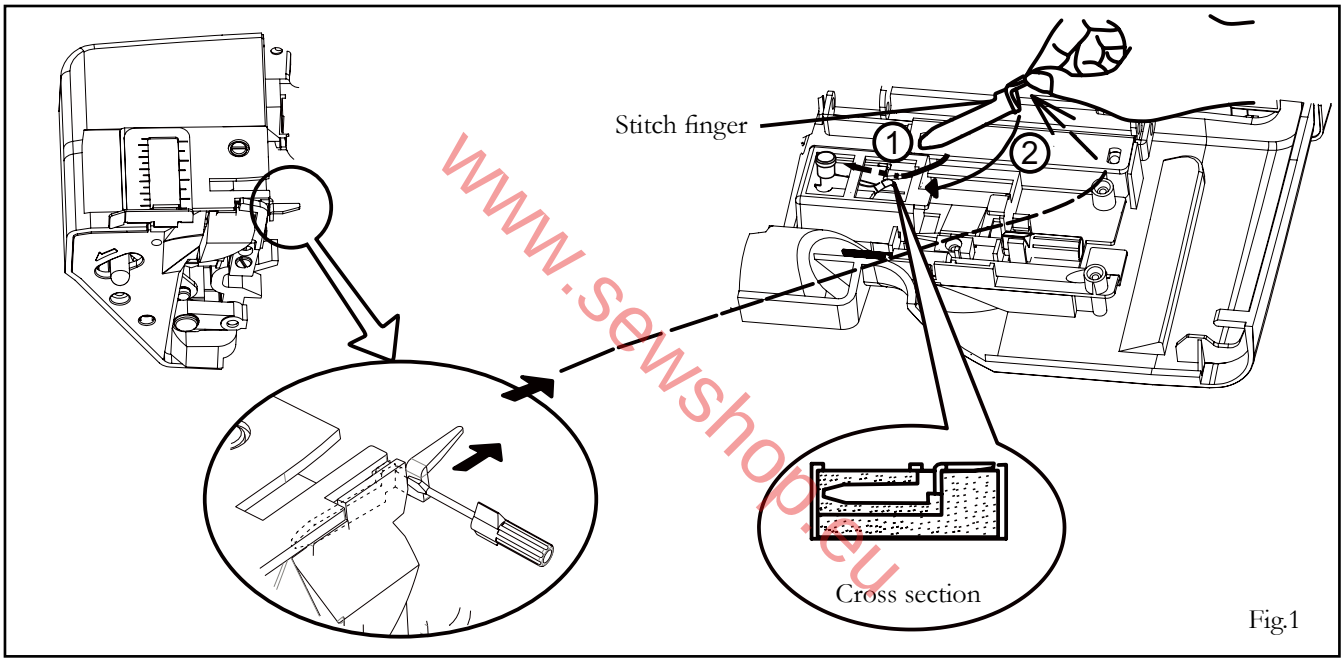

Fig.1
1. Pull out the converter as shown in Fig.1.
NOTE: After finishing, reset the stitch finger in its place. Please ensure inserting it deep as illustrated in Fig 1. After removing the stitch finger from the machine, insert it securely in its holder on machine inside cover, as illustrated in Fig. 1, or place it in the accessory bag.
Just right Fig.1